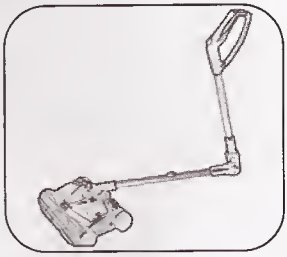

Fig. 11
5. Para aspirar debajo de los muebles, presione el botón de liberación del mango y haga presión para doblar el mango de la barredora hacia adelante. La pivote delantero se saldrá de la posición trabada para aumentar el rango de movimiento, permitiéndole limpiar fácilmente debajo de sillones, camas y sillas. (Fig. 11)